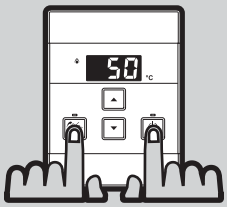

Fig. 3
4. Conectar el otro extremo del cable Ⓐ al conector del comando remoto Ⓑ (Fig. 3);
6. Fijar el comando remoto al la pared (Fig. 3).
PASO 1:	sólo sobre el comando 'Master', pulsar y mantener pulsados a la vez los botones 'Priority' y 'On/Off' (Fig.3) durante 5 segundos, hasta que el comando emite un 'beep'.